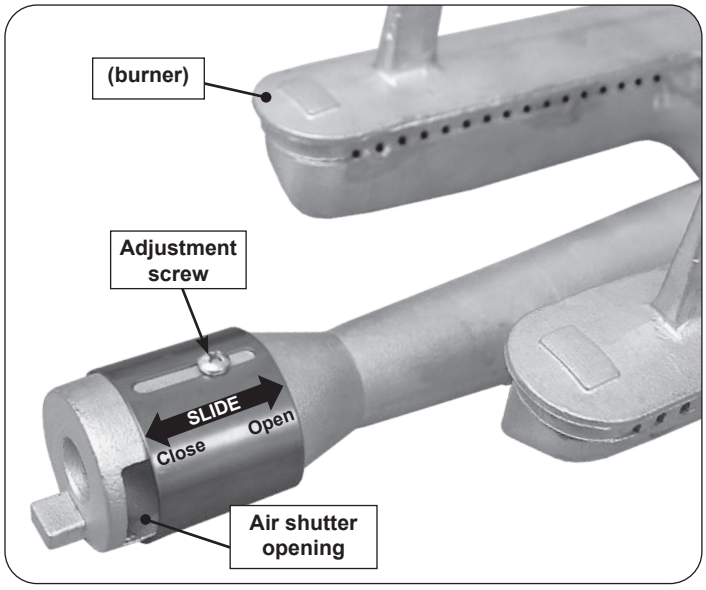

Fig. 42-2 Main burner air shutter adjustment detail
1. To adjust the air shutter, loosen the adjustment screw with a Phillips screwdriver. Then slide the shutter to open or close it. See Fig. 42-2 for details.